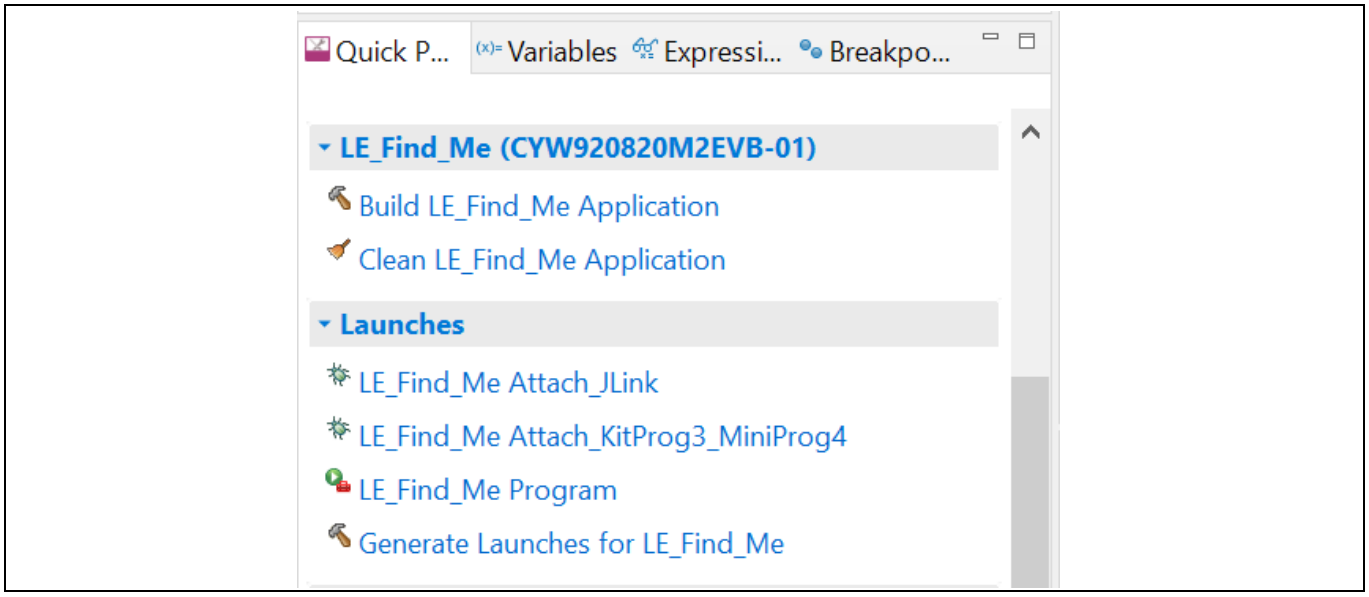

Figure 33 ModusToolbox™からの CYW20820 デバイスのプログラミング
2. ボーレート: 115200 bps; データ: 8 ビット; パリティ: なし; 停止: 1 ビット; フロー制御 – なし; 受信データの改行: 改行 (LF) または自動設定
3. アプリケーションのビルドとプログラミング: プロジェクトエクスプローラーで、**<App Name>_LE_Find_Me** プロジェクトを選択してください。クイックパネルで、**Launches** セクションまでスクロールして、**Figure 33** に示すように **<App Name> Attach_KitProg3_MiniProg4** 設定をクリックしてください。